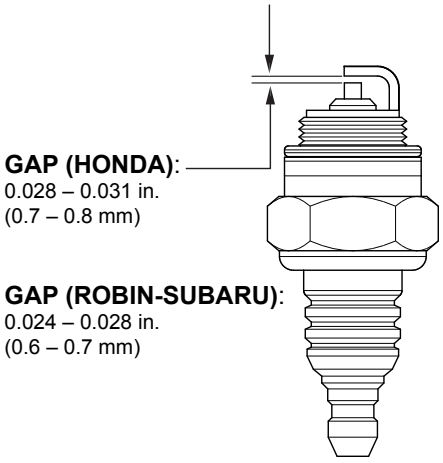

Figure 57. Spark Plug
1. Remove the spark plug (Figure 57) and clean it with a wire brush if it is to be reused. Replace the spark plug if the insulator is cracked or chipped.
2. Using a feeler gauge, adjust the spark plug gap (Figure 57). If your trowel has a **Honda** engine, the gap should measure 0.028–0.031 in. (0.7–0.8 mm). If your trowel has a **Robin-Subaru** engine, the gap should measure 0.024–0.028 in. (0.6–0.7 mm).